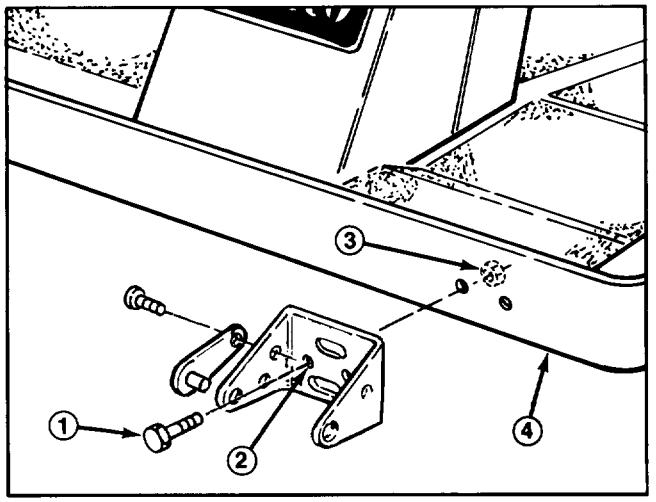

Figure 10
B. Groundsmaster 217-D and 220 — Align the bracket with the frame mounting holes. Insert (2) 3/8 x 2-1/4" capscrews through the non-slotted bracket holes and frame mounting holes. Install locknuts and torque to 45-50 ft-lb (Fig. 10).